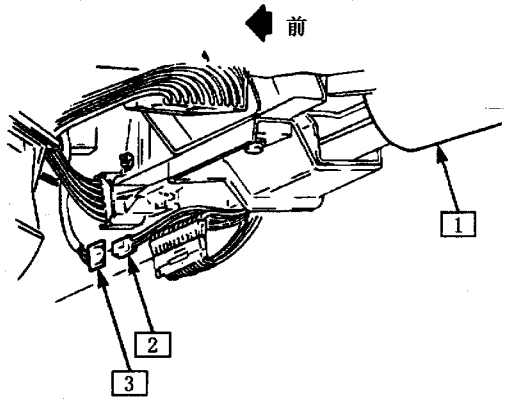

图 6－8 DERM 与 SIR 盘旋电缆之间的插接器
(1) 转动转向盘，使汽车两个前轮位于直线行驶的位置。
(2) 将点火开关转至“锁止”位置。
(3) 拔下熔断器盒内的 3 号熔丝。
(4) 拆下左隔音板。
(5) 拆下插接器定位保险，拔开转向柱底部的黄色 2 端子插接器（见图 6－8）。